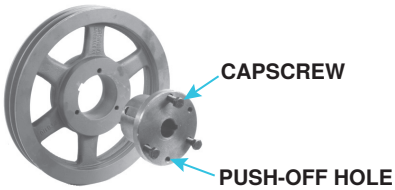

Figure 23. Split Taper Bushing
(1) Note that there are three capscrews in bushing and two holes without screws called push-off holes (see **Figure 23**). Remove three capscrews.
(2) Insert two capscrews into two push-off holes and tighten evenly until pulley is loosened.
(3) Pulley may now be removed from shaft.